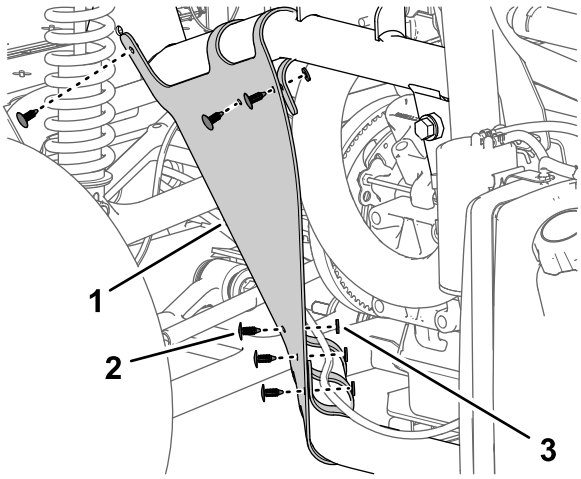

Figur 10
4. Fjern de seks skyvefestene og fem skivene (9/16 x 1/2 tomme) som fester det indre skjermdekselet til maskinrammen (Figur 10).